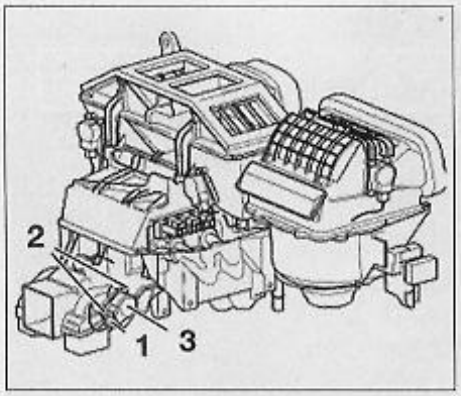

FIG. 22
- Débrancher le connecteur (1) (**Fig.22**).
- Déposer les vis de fixation (2).
- Déposer le moteur (3).